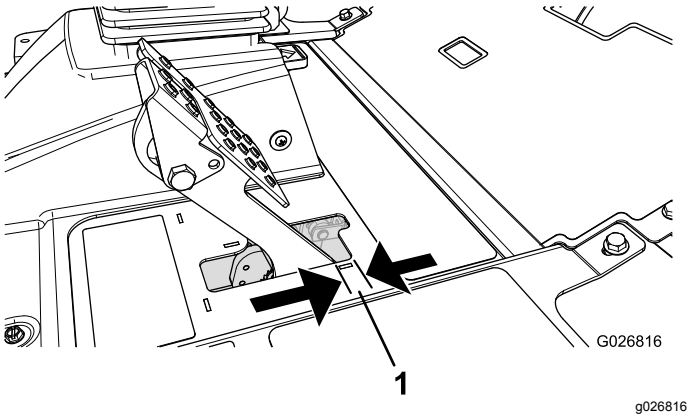

Figure 65
Réglez les freins si la garde à la pédale de frein est supérieure à 2,5 cm (Figure 65) ou si la force de maintien offerte est insuffisante. La garde est la distance parcourue par la pédale de frein avant que le freinage soit ressenti.
2. Serrez l'écrou arrière afin de pouvoir déplacer le câble en arrière jusqu'à obtention d'une garde de 6 à 13 mm (Figure 65), avant le blocage des roues.